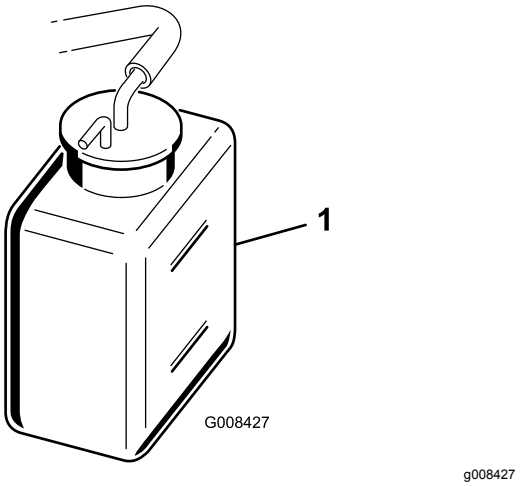

Figuur 24
2. Controleer het koelvloeistofpeil (Figuur 24).